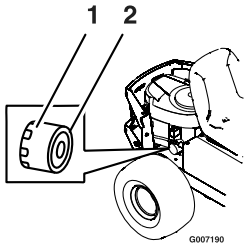

Figuur 34
8. Verwijder het oude filter en veeg de montagetussenstuk schoon (Figuur 34).